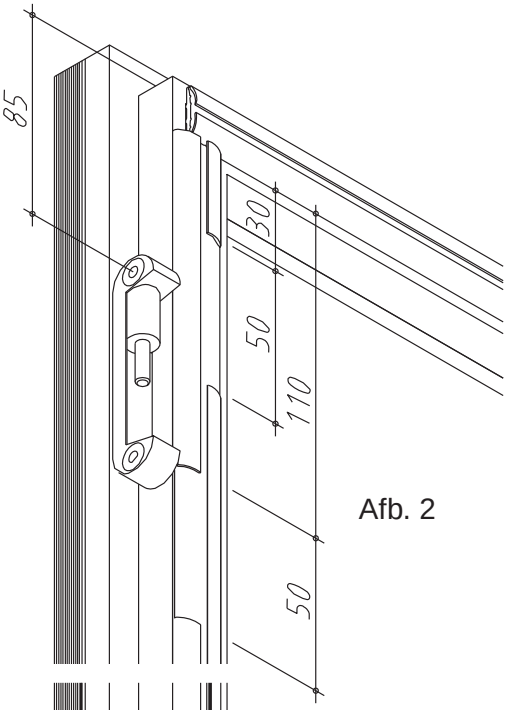

Afb. 2
4. Uitsparingen creëren volgens afb. 2 en 3